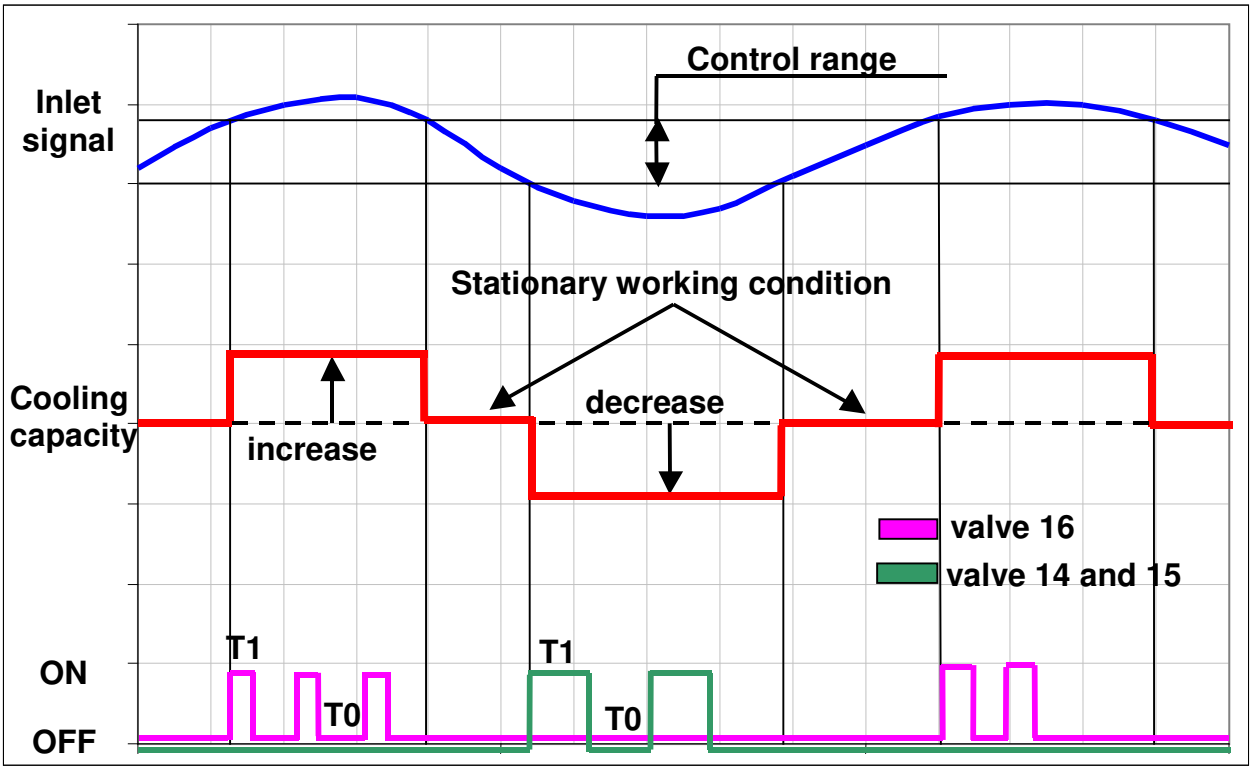

Рисунок 3-S: логика плавного регулирования производительностью;
Со ссылкой на рис. 3-S мощность поставленного компрессора контролируется с помощью контрольного устройства, что, связано с вариантами изменения нагрузки, необходимой пользователю, открывая электромагнитные клапаны (14), (15) и (16), описанных выше. В частности, эти клапаны могут быть активированы импульсными сигналами входного сигнала механизма управления, выбранный параметр должен быть чувствителен к изменению нагрузки необходимой потребителям. Например такими сигналами могут быть давление всасывания или температура воздуха или температура воды при охлаждении испарителем ,все эти параметры могут быть использованы.